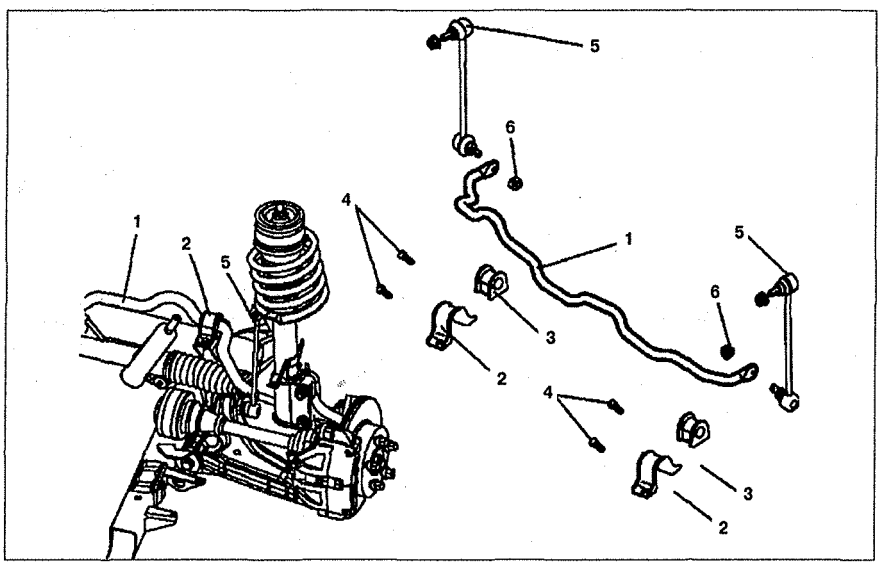

Рис. 7.2. Стабилизатор поперечной устойчивости:
3. Снимите фланцы **2** и резиновые опоры **3** крепления стабилизатора к несущей поверхности (см.рис.7.2).